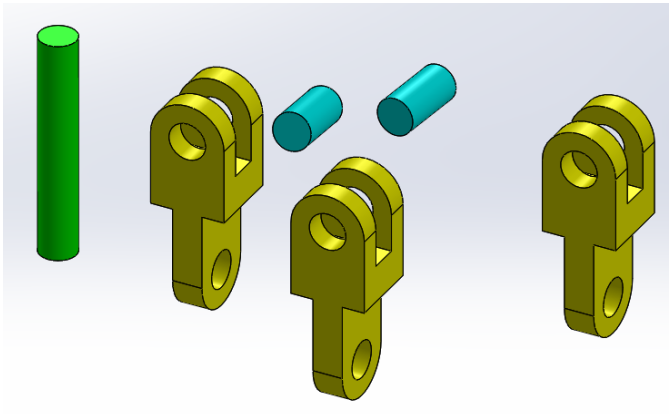

Figure 12 *The arrangement of parts in assembly environment*
4. Select the *CSW_tut_02.SLDPRT* file from the *CSW_tut_02* folder and then choose the **Open** button. The model gets opened in the assembly environment, as shown in Figure 12.